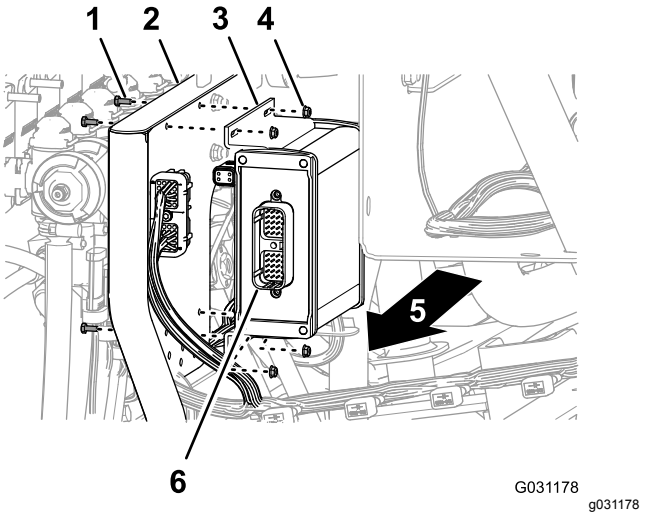

Figur 160
1. Juster sprøjtestyreenheden på den fremadvendte side af ventilbeslaget, så den passer med den udadvendte konnektor med 40 ben (Figur 160).
2. Monter sprøjtestyreenheden på ventilbeslaget (Figur 160) med de 4 bolte (4 x 10 mm) og 4 flangelåsemøtrikker (4 mm).